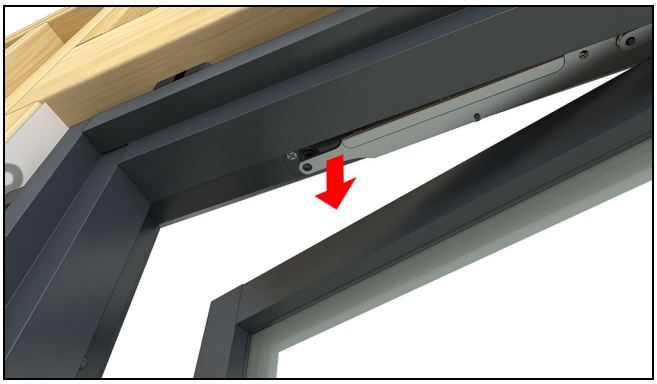
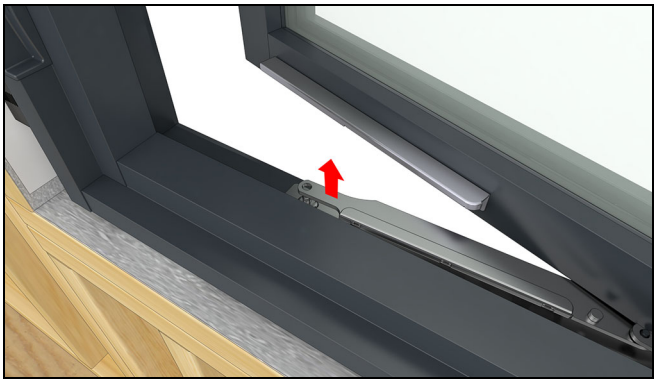

Figure 79
Figure 80
3. While fully supporting the sash, detach both the top and bottom hinge linkages from the studs. See Figure 79 and Figure 80.